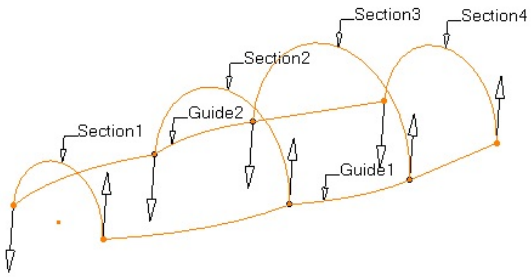

Figure 11-89 *Selection of sections and guide curves*
6. Click once on the three dots in the display box of the **Guides** tab and select the sketches of the guide curves in the geometry area. Refer to Figure 11-89.